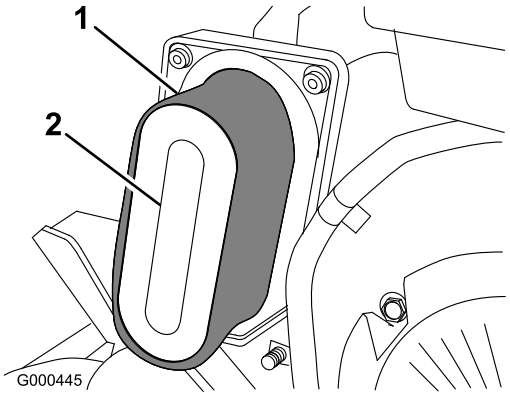

Bild 22
4. Wenn der Schaumfilterelement verschmutzt ist, nehmen Sie es vom Papierelement ab (Bild 22) und säubern Sie es gründlich.